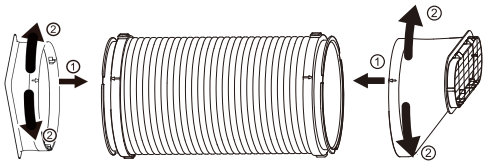

Fig. 1
a. Align both the arrows of the Hose Inlet connector and the Exhaust Hose, then rotate the Hose Inlet clockwise or counter-clockwise to lock into place. (see Fig. 1)